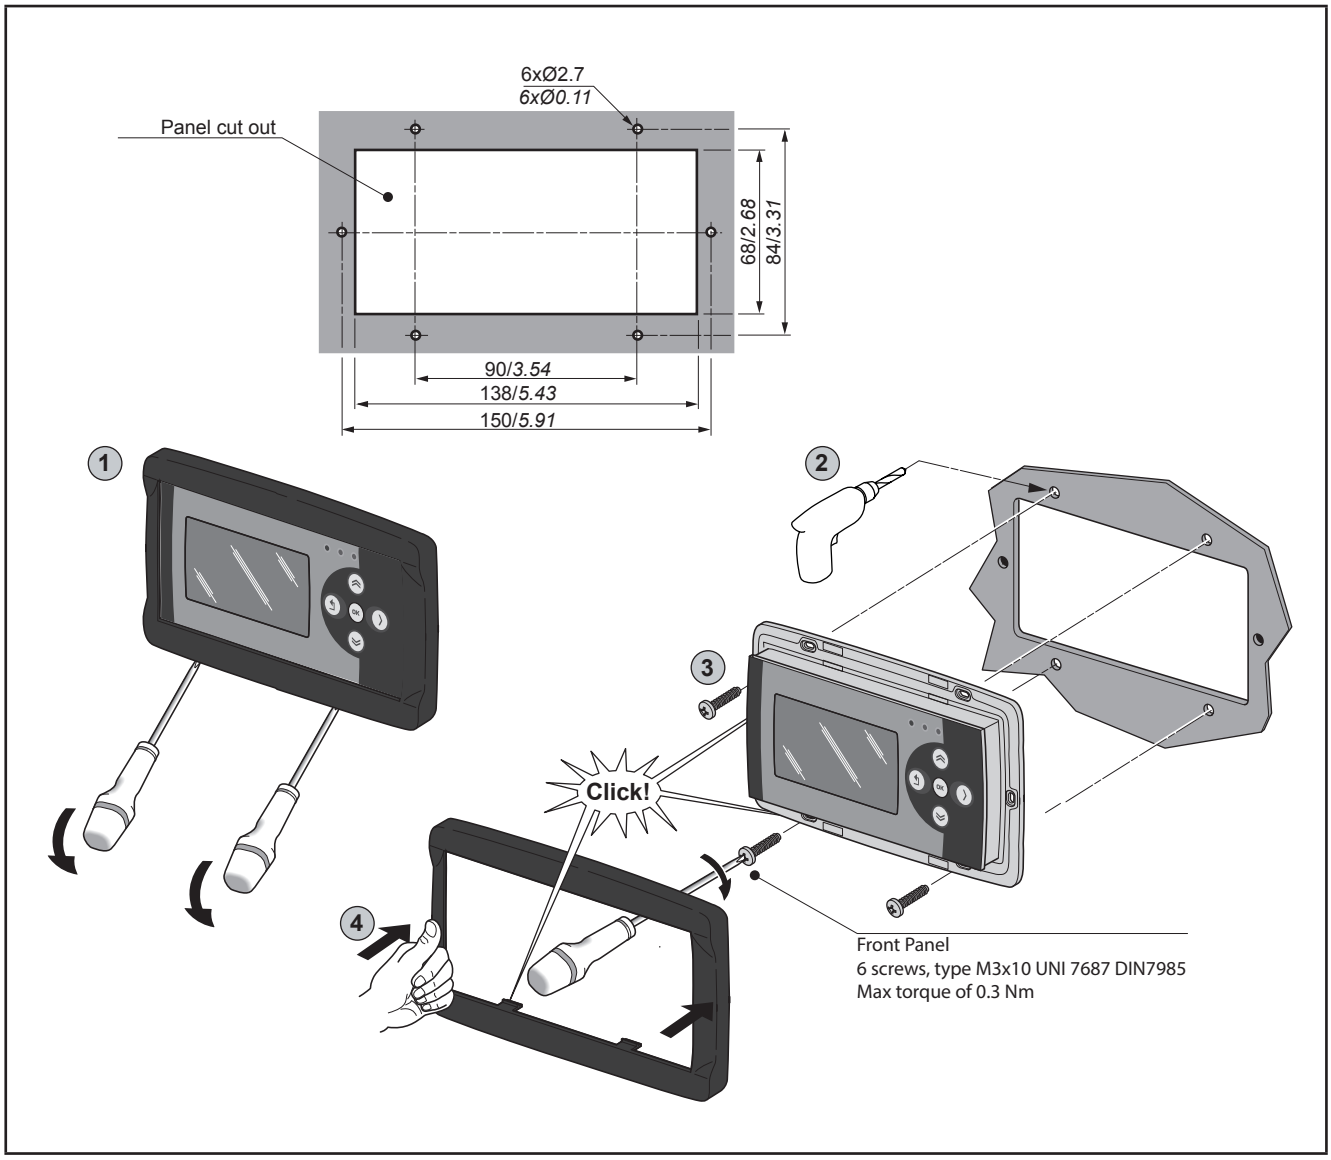
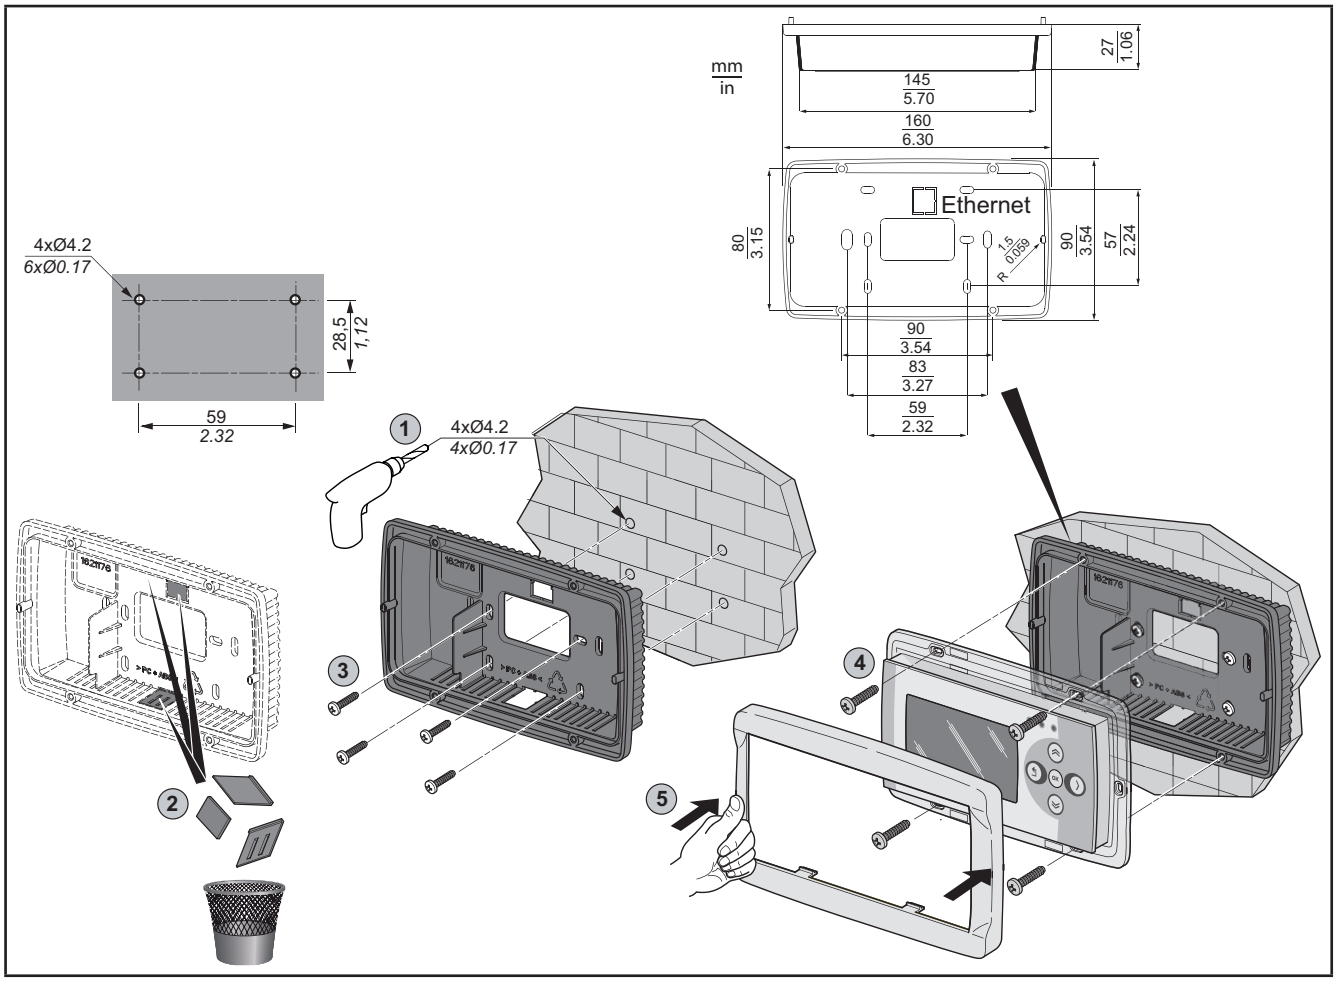

Fig. 16. Montage de EVK PRO DISPLAY
Fig. 17. Accessoires pour montage mural
L'instrument peut être monté sur un tableau (consulter la **Fig. 16 page 30**) ou au mur (consulter la **Fig. 17 page 31**), à l'aide des accessoires prévus à cet effet, à commander à part.
2. Percer 2 ou 4 trous de 2,7 mm (0.11 in) de diamètre en les espaçant comme le montre la figure (consulter la **Fig. 16 page 30**) .
L'instrument peut également être monté au mur (consulter la **Fig. 17 page 31**) à l'aide des accessoires prévus à cet effet, à commander à part.